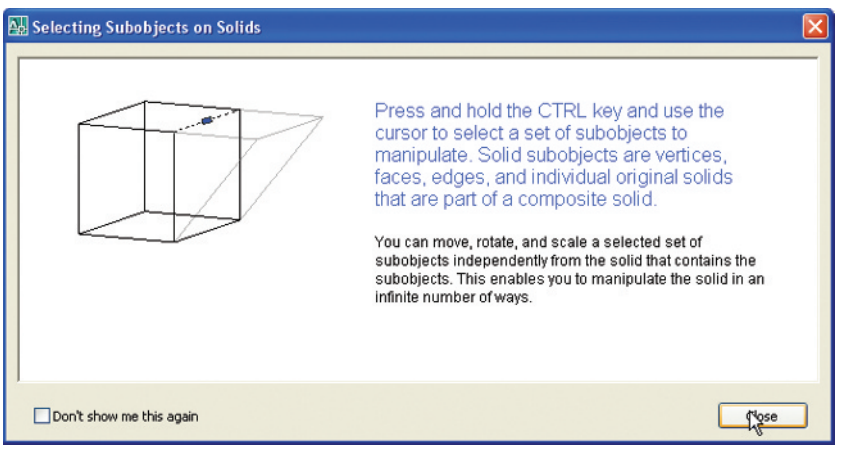

Fig. 18.21 The **Selecting Subojects on Solids** warning window
9. Press and hold the **Ctrl** key. The **Selecting Subobjects on Solids** warning window (Fig. 18.21) appears. *Click* its **Close** button. Then while still holding the **Ctrl** key down *pick* the top centre point of the back of the holder. The command line shows: